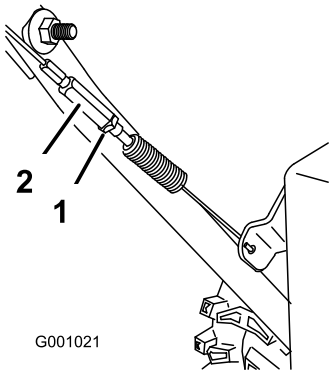

Figuur 45
3. Draai de contramoer vast (Figuur 45).